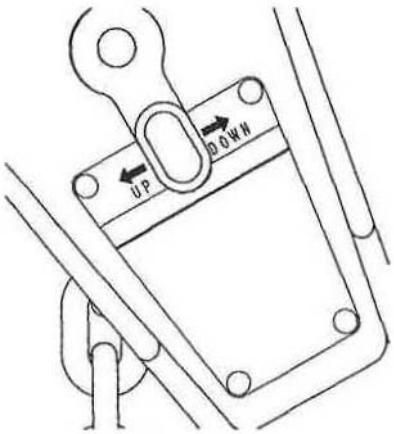

Рис. 4
3. Установите рычаг реверса на рукоятке в нейтральное положение (Рис. 4) так, чтобы цепь ходила свободно.
4. Установите рычаг реверса в верхнее положение (Рис. 4). Приведите в движе-
5. Ослабьте или опустите груз, установите рычаг реверса на рукоятке в нижнее положение (Рис. 4) и приведите в движение рукоятку.